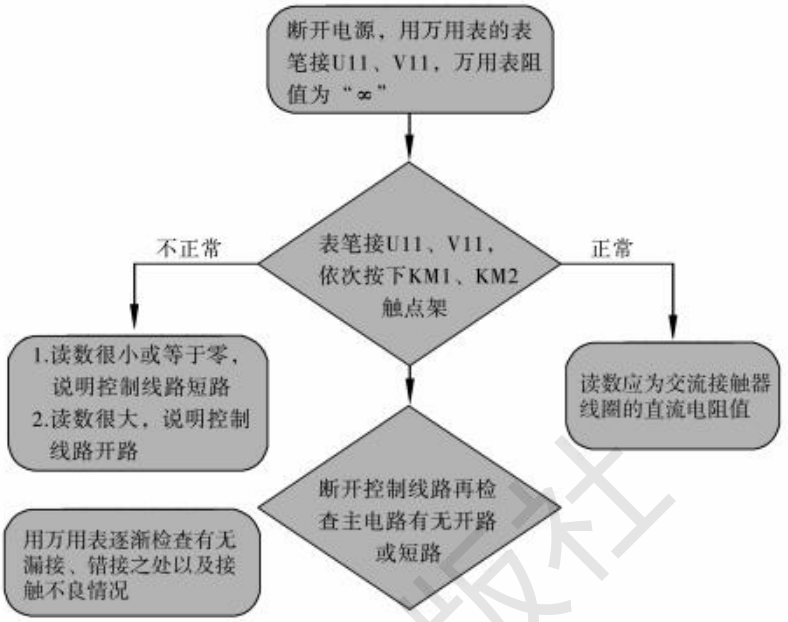

图 1 -48　工作台自动往返控制线路自检流程图
(2)用万用表检查控制电路的通断情况,步骤、方法和流程如图 1 -48 所示。